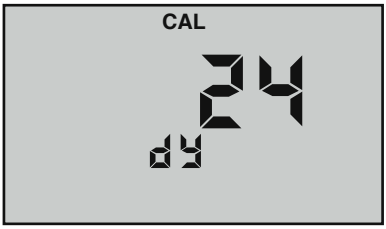

Figure 15
9. Press CAL/MCLR to accept the change (new day) (see Figure 15).